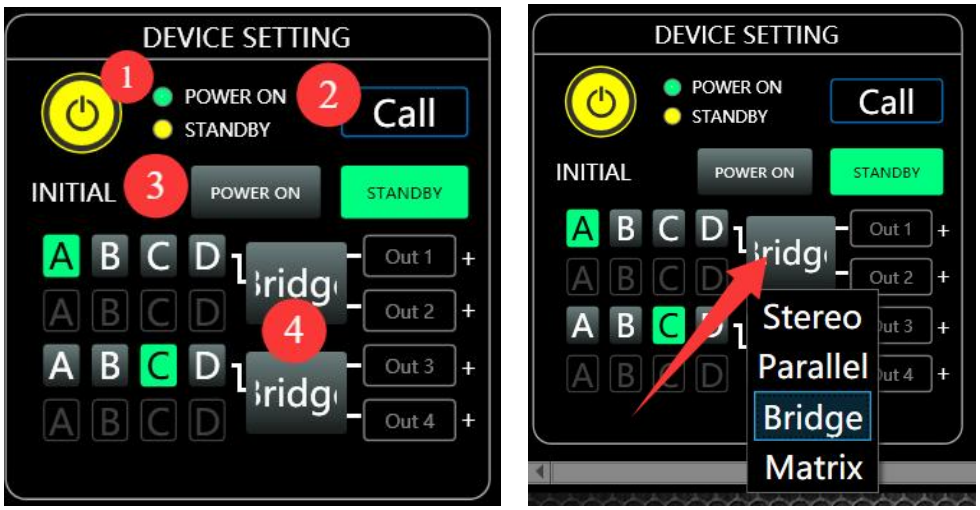

Figure 1.3
①  As shown in Figure 1.3, clicking this yellow button can switch the device between POWER ON and STANDBY, with green indicating POWER ON and yellow indicating STANDBY .
②  Clicking this Call button, can make the display screen and status light of the connected device flash, and quickly find the connected device from the "amplifier device stack".
③  You can choose the power on state, and after selecting it, the hard switch will directly switch to the selected state when turned on.
④ Click the button inside the box to quickly switch the routing status. There are four options available, namely: stereo, mono, bridge, and matrix.